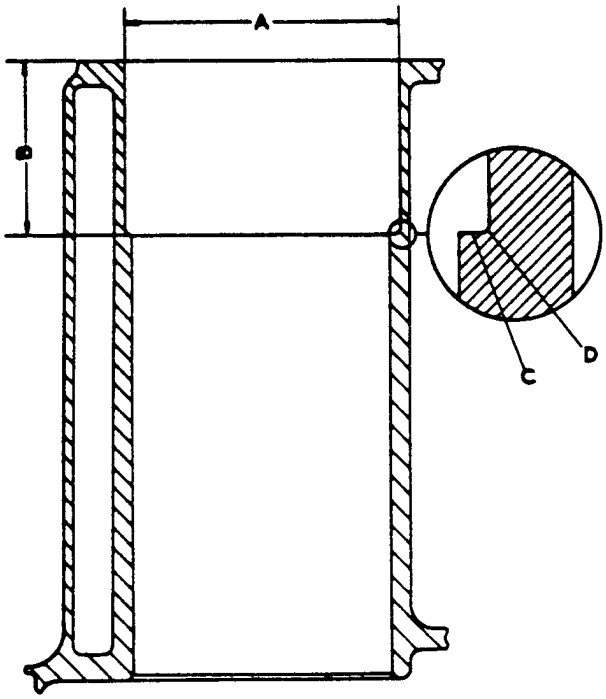
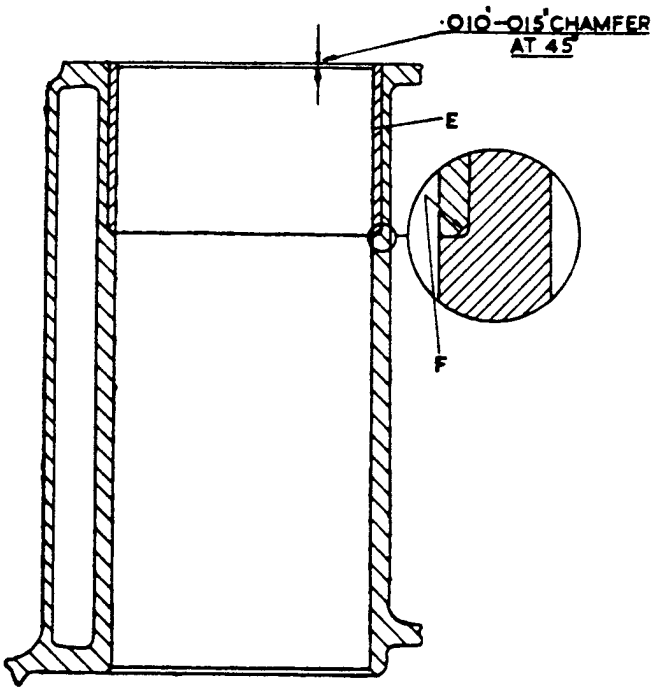

FIG.1. SECTION - CYLINDER-SHOWING COUNTERBORE.
FIG.2. SECTION - CYLINDER - SHORT LINER IN POSITION.
(i) To assist in obtaining the required interference of .0025" to .0035" (.06 to .09 m/m)between the liner and the cylinder counterbore, 'A' Fig.1, the liner RE-6017, is colour coded(graded)in the bore as follows:-
(ii) Set up the crankcase on a boring machine,taking care that the cylinder bore is CONCENTRIC with the boring cutter, at a position about 2.500" (63.5 m/m) down the cylinder bore. Next, adjust the boring cutter so that the first cut is heavy enough to get underneath the original chromium plating and counterbore the cylinder to a depth of 2.245" to 2.250" (57.02 to 57.15 m/m). See 'B' Fig.1.
The bottom face, 'C' Fig.1, of the counterbore must be machined perfectly true. Any slight discrepancy on this end will cause a gap on one part of the "butt" joint.
(v) Before pressing in the liners, ensure that the radius, 'D' Fig.1, is smaller than the chamfer ('F' Fig.2) on the lower end of the liners, so that there will be no interference at the butt joints when the liners are pressed fully home.
NOTE: If, when measuring the diameter of a counterbore ('A'Fig.1), it exceeds 3.6265"(92.11 m/m), it will be necessary to fit an R-4610 oversize short liner. This liner is marked with white paint and has an external diameter of 3.631" to 3.632" (92.23 to 92.25 m/m), and one should be selected that will not allow an interference exceeding .004" (.1 m/m), or less than .0025" (.06 m/m).
(ix) With a half-round scraper, cut a .010" to .015" (.25 to .38 m/m) chamfer at about 45° at the upper end of each liner, as shown in Fig.2.
(ii) With a half-round scraper, cut a .010" to .015" (.25 to .38 m/m) chamfer at about 45° at the upper end of each liner as shown in Fig.2.
If short liners ('E' Fig.2) have not been incorporated (on chassis prior to B-144-DA), it will be necessary to counterbore the unaffected (unscored) cylinders at their upper end and fit a short Bricrome liner, RE-6017; irrespective to fitting twin liners to one or more of the bores.
b) Bore out the short liner in stages, until it has a wall thickness of not more than .015" (.38 m/m). This operation must be carefully carried out in order that the boring cutter does not contact the cylinder counterbore. As a guide when boring, it should be borne in mind that the external diameter of the liner (in position) is 3.625" (92.07 m/m) i.e. the same diameter as the counterbore 'A' Fig.1. From the upper face of the cylinder block, the liner should be bored to a depth of 2.250" to 2.255" (57.15 to 57.27 m/m).
(ix) With a half round scraper, cut a .010" to .015" (.25 to .38 m/m) chamfer at about 45° at the upper end of the liner/s as shown in Fig.2.